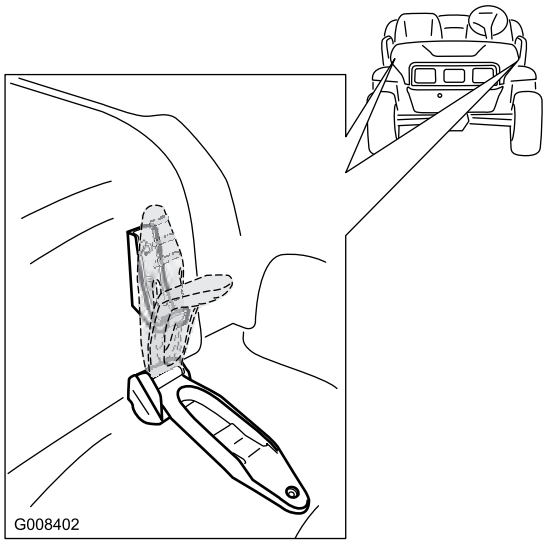

Figuur 22
1. Maak de rubberen banden aan beide zijden van de motorkap los (Figuur 22).